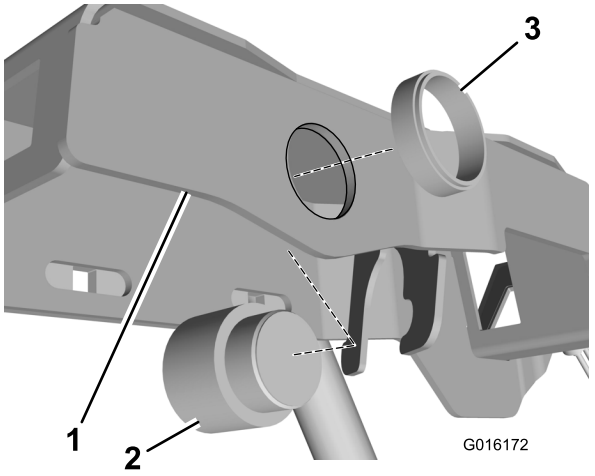

Figuur 1
6. Monteer het audioalarmsysteem op het frame van de bedieningsarm (Figuur 1).